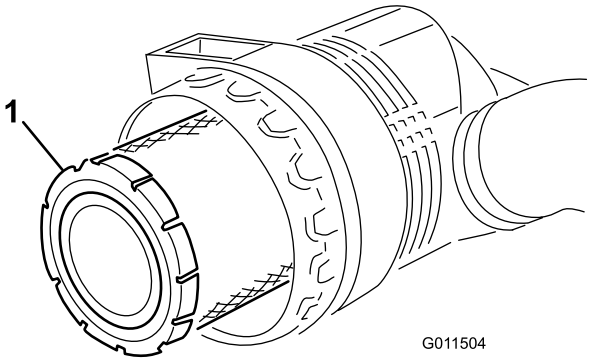
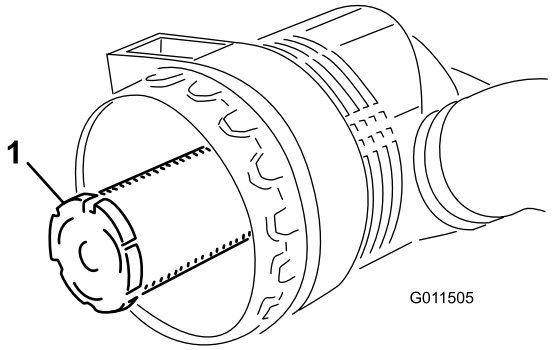

Figur 48
Figur 49
3. Ta bort huvudfiltret (Figur 48). Vi rekommenderar inte att du rengör det använda filtret eftersom det då finns risk för att filtret skadas. Undersök om det nya filtret har några transportskador genom att kontrollera filtrets förseglade ände och själva filtret. Använd inte ett skadat filter. Ta **inte** bort säkerhetsfiltret (Figur 49).
Viktigt: Försök aldrig att rengöra säkerhetsfiltret (Figur 49). Byt ut säkerhetsfiltret mot ett nytt var tredje gång huvudfiltret servas.
4. Sätt tillbaka huvudfiltret (Figur 48).